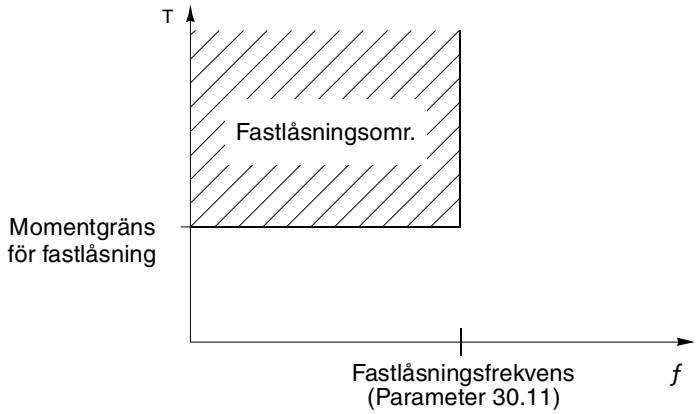

Figur 6-20 Fastlåsningsskydd. T = motormoment.
30.15 LÅG LAST KURVA — Med denna parameter kan man välja en av de fem kurvor som illustreras av Figur 6-20 Om lasten sjunker under den valda kurvan och förblir under den under längre tid än den som definieras av parameter 30.14 LÅG LAST TID löser låglastskyddet ut. Kurvorna 1...3 når sina respektive maxpunkter vid motorns märkfrekvens som ställts in via startparameter 99.07 MOTOR NOM FREKV.